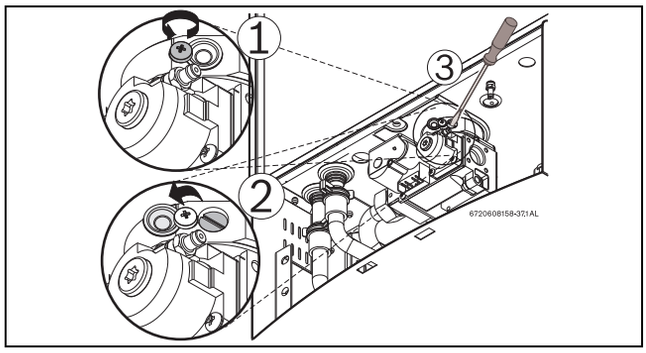

Fig. 64 Adjusting P1 CO_2 level
- ▶ Loosen yellow painted Phillips screw (1) and cover should rotate down (2) revealing a recessed brass slotted screw. Fig.64, page 39.